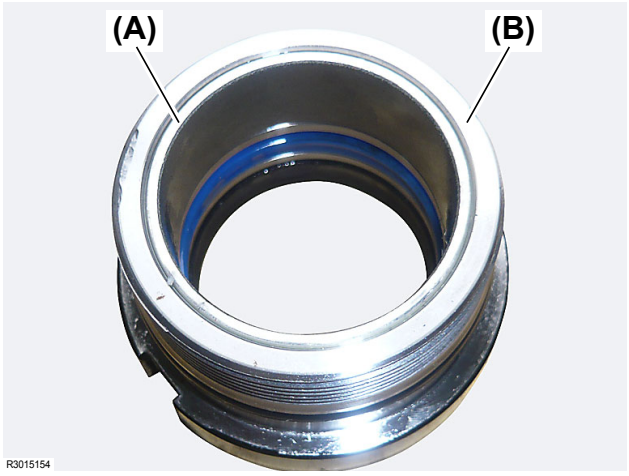

Fig. 10
7. The press-fitted head **(Fig. 10, (B))** cover dust bush **(Fig. 10, (A))** cannot be taken out.
- If the inner surface of the dust bush **(Fig. 10, (A))** is damaged, order a new bush together with a new head cover as service parts and assemble them.